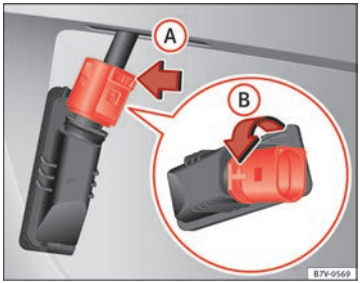

Fig. 199 Number plate light: remove the bulb holder
3. In the connector lock, turn ⇒ Fig. 199 towards arrow (A) and pull the connector.
4. Rotate the bulb holder in the direction of arrow (B) and extract it with the bulb.
6. Insert the bulb holder in the number plate light and turn in the opposite direction of arrow (B) until it stops.